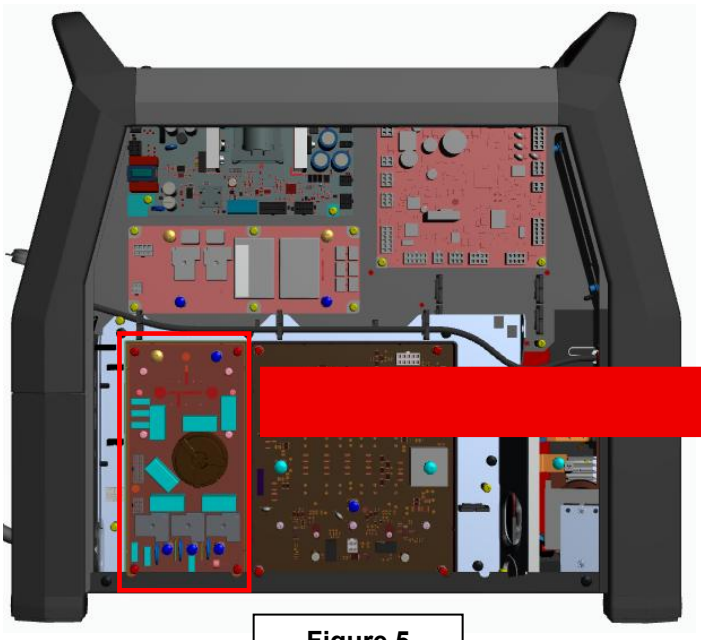

Figure 5
3. Locate the EMI Filter Board. See **Figure 5**.